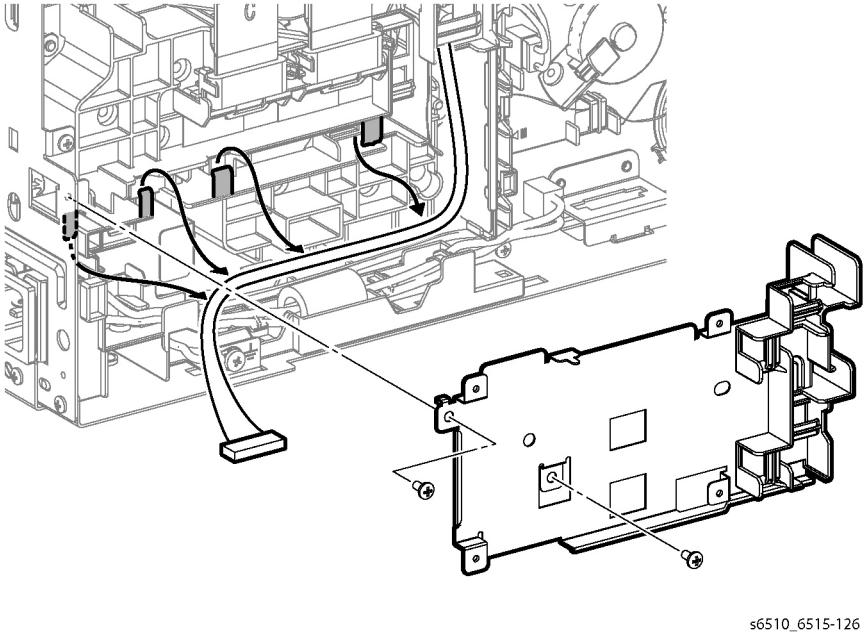

Figure 2 Remove the MCU Plate (SFP)
4. Refer to Figure 2 to remove the two screws (silver, M3x6mm) attaching the MCU Plate.